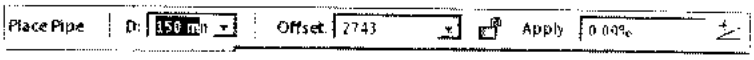

Рис. 39.3. *Строка параметров при рисовании трубопровода на виде плана*
4. В строке параметров установить значения для следующих параметров (рис. 39.3):